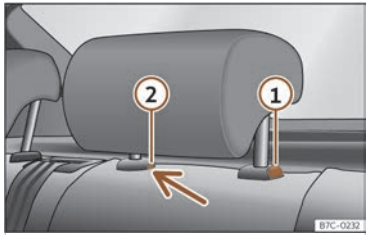

Fig. 102 Appuie-tête arrière : démontage.
- Appuyez sur la touche ››› **fig. 102** ① en appuyant simultanément sur le trou de la serrure ② avec un tournevis plat d'une largeur maximale de 5 mm et retirez l'appuie-tête.